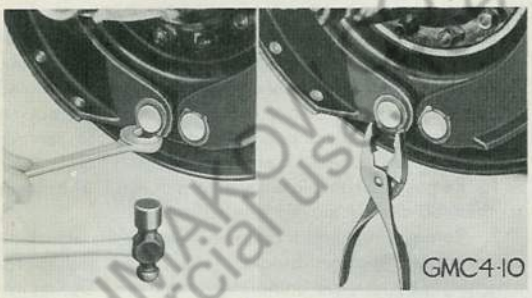

Fig. 15 Method of Removing and Installing Brake Shoe Anchor Pin "C" Washers. (Front "Split" Type Axle Housing)
2. Remove "C" washers (6) using 3/4" open end wrench and hammer in manner illustrated in Fig. 15.
4. Replace anchor pin "C" washers (6), using new part. Tap washer into anchor pin groove being sure washer seats fully. Use pliers as illustrated in Fig. 15, to clamp ends of washer together.